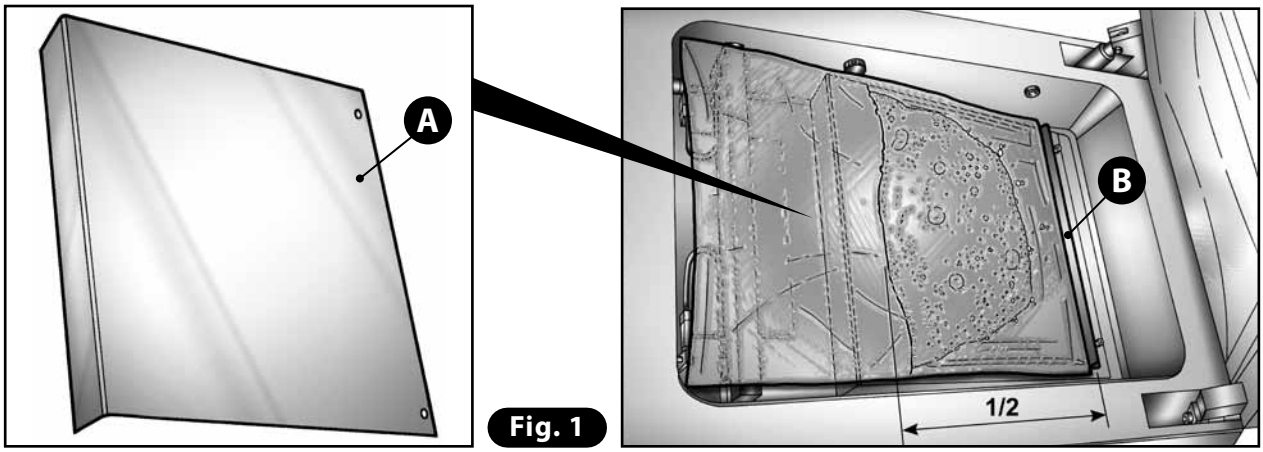

Fig. 1
3) Insert the bag containing the liquid to be packed inside the chamber, making sure that it is only half-filled (1/2) **(Fig. 1).** Place it centered on the sealing bar, so that the open end projects by about 20mm beyond the bar.